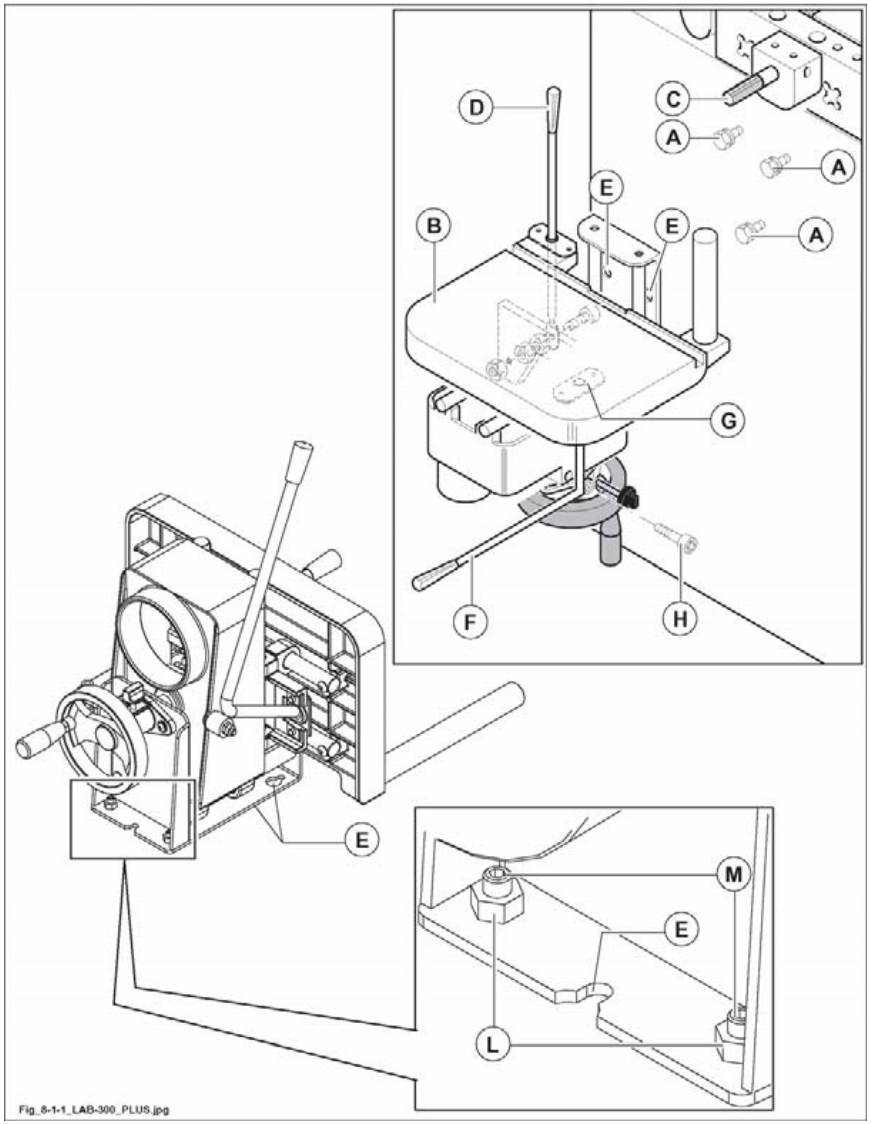

Abb. 8.1-1
1) Die Schrauben (A Abb. 8.1-1) auf dem Untergestell der Maschine vorbereiten.
2) Die Langlochfräseinrichtung (B Abb. 8.1-1) in den Schraubenköpfen (A Abb. 8.1-1) in Übereinstimmung mit den drei Bohrungen (E Abb. 8.1-1) einsetzen.
3) Den Hebel (F Abb. 8.1-1) in die Aufnahme des Supports (G Abb. 8.1-1) einsetzen und die Schraube (H Abb. 8.1-1) festziehen.
4) Den Hebel (D Abb. 8.1-1) mit Schraube und Mutter blockieren.
5) Muttern (L Abb. 8.1-1) lockern.
Die Schrauben (A Abb. 8.1-1) anziehen, bis die Kehlmaschine mit dem Unterbau verbunden ist, und dann die Parallelität des Tisches mit Bezug auf den Bohrer (C Abb. 8.1-1) (siehe "Bohrer für Spindel - Einbau" Abs. 8.1.2) an den Bolzen (M Abb. 8.1-1) einstellen.
Die Parallelität in den verschiedenen Positionen überprüfen. Dazu den Tisch (B Abb. 8.1-1) mit dem Hebel (D Abb. 8.1-1) verfahren.
Muttern (L Abb. 8.1-1) festziehen.
6) Nach der Einstellung die Schrauben (A Abb. 8.1-1) festziehen.